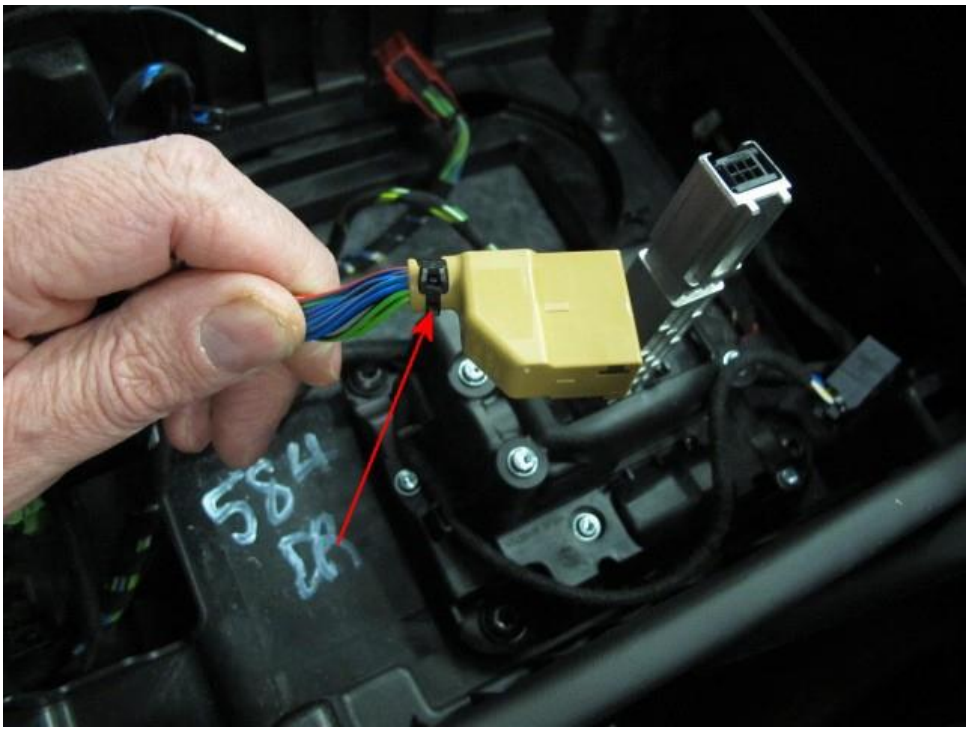

Figure 12
- Locate connector EX54.1 (16 way) - Remove the cable tie (Figure 12)
- Refit the connector housing and fit a new micro cable tie (Refer back to Figure 12)